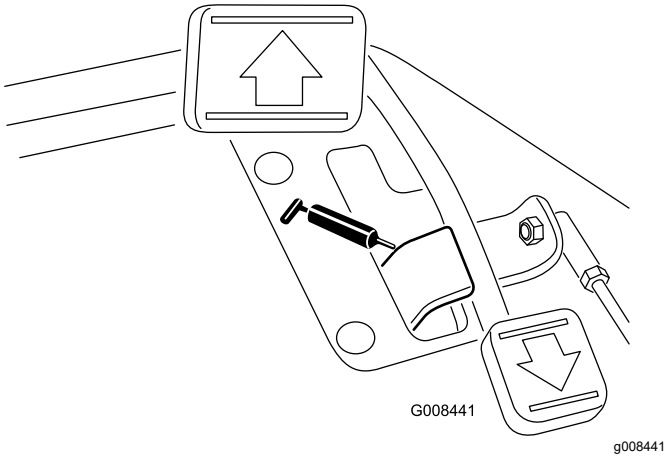

Figur 28
- Traktionspedaldrejeled (1) (Figur 28)